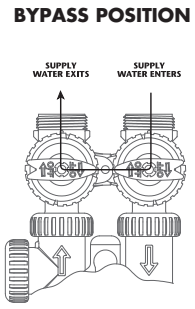

FIGURE 2
2. **Bypass-Stellung:** Die Zulauf- und Ablaufgriffe zeigen auf die Bypassventilmitte. Das System ist vom Wasserdruck in den Sanitärleitungen isoliert. Das Gebäude wird mit Rohwasser versorgt **(Abb. 2)**.